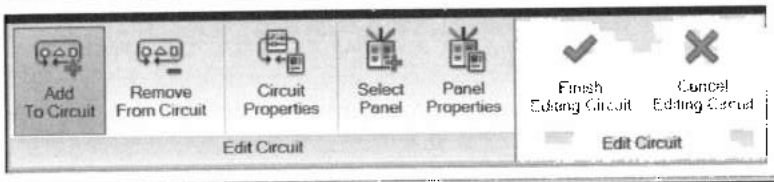

Рис. 41.4. *Лента* ***Edit Circuits***
2. На ленте в разделе **System Tools** (Инструменты системы) выбрать команду **Edit Circuit** (Редактировать цепь). Произойдет переключение на одноименную ленту (рис. 41.4). Все компоненты, не относящиеся к выбранной цепи, будут отображены в приглушенном свете.
4. На ленте в разделе **Create System** (Создать систему) нажать кнопку **Switch** (Переключатель). Произойдет переключение на ленту **Modify Switch System** (Изменить коммутирующую систему), аналогичную ленте **Edit Circuits** (см. рис. 41.4).